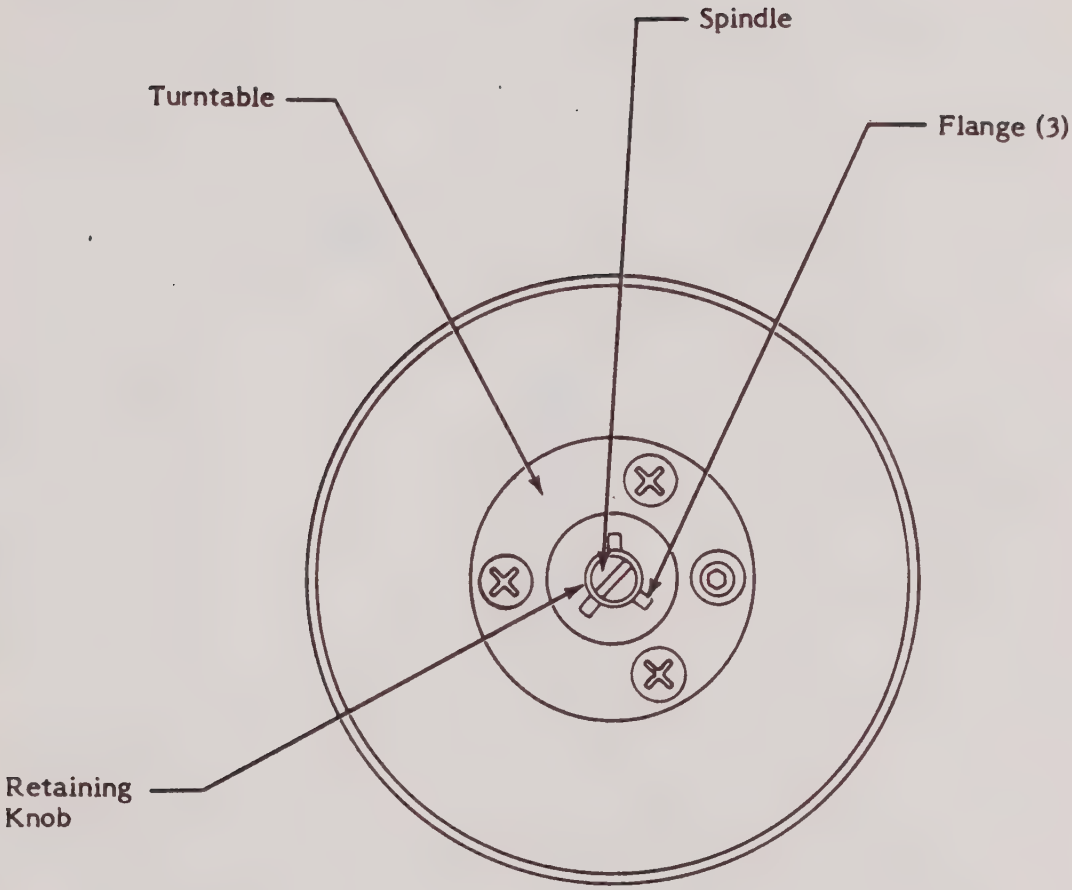

Figure 3-8. 1 Reel Drive Spindle - Models 6504 and 6508
a. Pull approximately three feet of tape from the supply reel and thread it through the tape path as shown in Figure 3-8:
c. Thread the tape as described in paragraph 3-13a through e and Figure 3-8.
* Figure 3-8. does not show the recorder's head cover. This is done only for illustration clarity. It is not necessary to remove the head cover when threading tape.